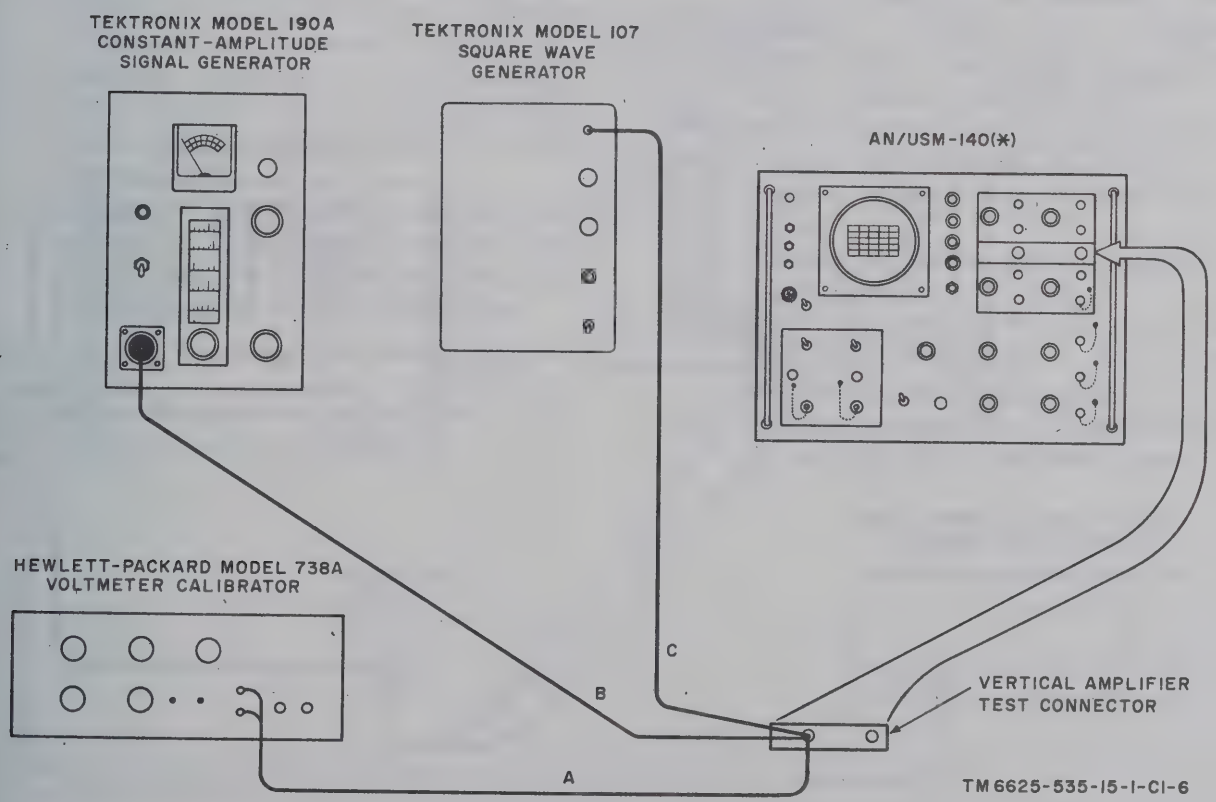

Figure 7–6. Main vertical amplifier test.
(1) Set the controls of the oscilloscope as follows:
(2) Connect the equipment as shown in A, figure 7–7. Adjust the voltmeter-calibrator to deliver 400 cycles at a 0.1-volt, peak-to-peak output. Set the SENSITIVITY switch of the oscilloscope to .02 VOLTS/CM. The vertical deflection on the oscilloscope crt should be 5 cm $\pm$0.25.
(3) Repeat procedures given in (2) above for each position of the SENSITIVITY switch. Set the voltmeter-calibrator output as necessary to provide an adequate deflection on the crt. The deflection should be in accordance with the following formula: